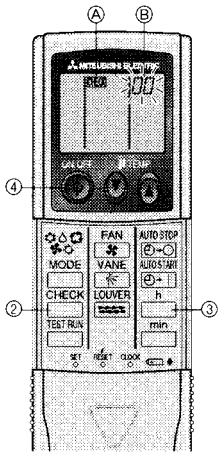

Fig. 8-4
8.3.2. Wireless remote controller (Fig. 8-4)
① Turn on the power.
② Press the CHECK button twice.